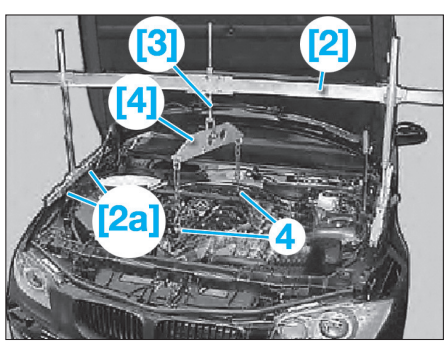

Fig. 20
- [2]. Traverse pour retenir le moteur lors de la dépose et de la repose du berceau (réf BMW : 00 0 200) **(Fig.20)**.
- à l'aide d'un assistant, mettre en place la traverse [2] avec les appuis [2a] sur les vis des panneaux d'aile **(Fig.20)**,
- fixer des chaînes appropriées à l'outil [3] et les attacher aux deux anneaux de levage (4) du moteur,